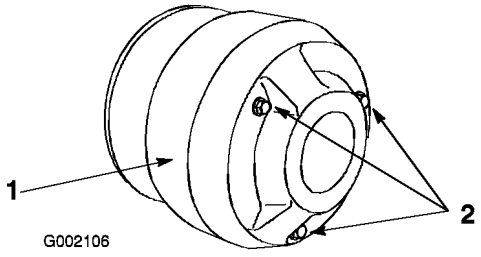

Figur 46
3. Ta bort de 3 skruvarna som fäster kåpan på kopplingen och ta bort kåpan (Figur 46).